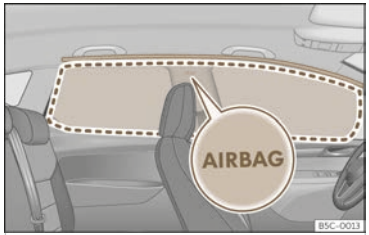

Fig. 36 Location of head-protection airbags.
Head-protection airbags are on both sides of the vehicle interior, above the doors ››› Fig. 36 and their location is indicated with the word “AIRBAG”.
The framed area is covered by the head-protection airbag when it is deployed (deployment area) ››› Fig. 36. Therefore, objects should never be placed or mounted in this area ››› ⚠.
- **Ensure that children are correctly seated in their seats and that their heads are not in the deployment zone of the head airbags** **>>> Fig. 36****, as deploying airbags could hit them and cause serious injury.**